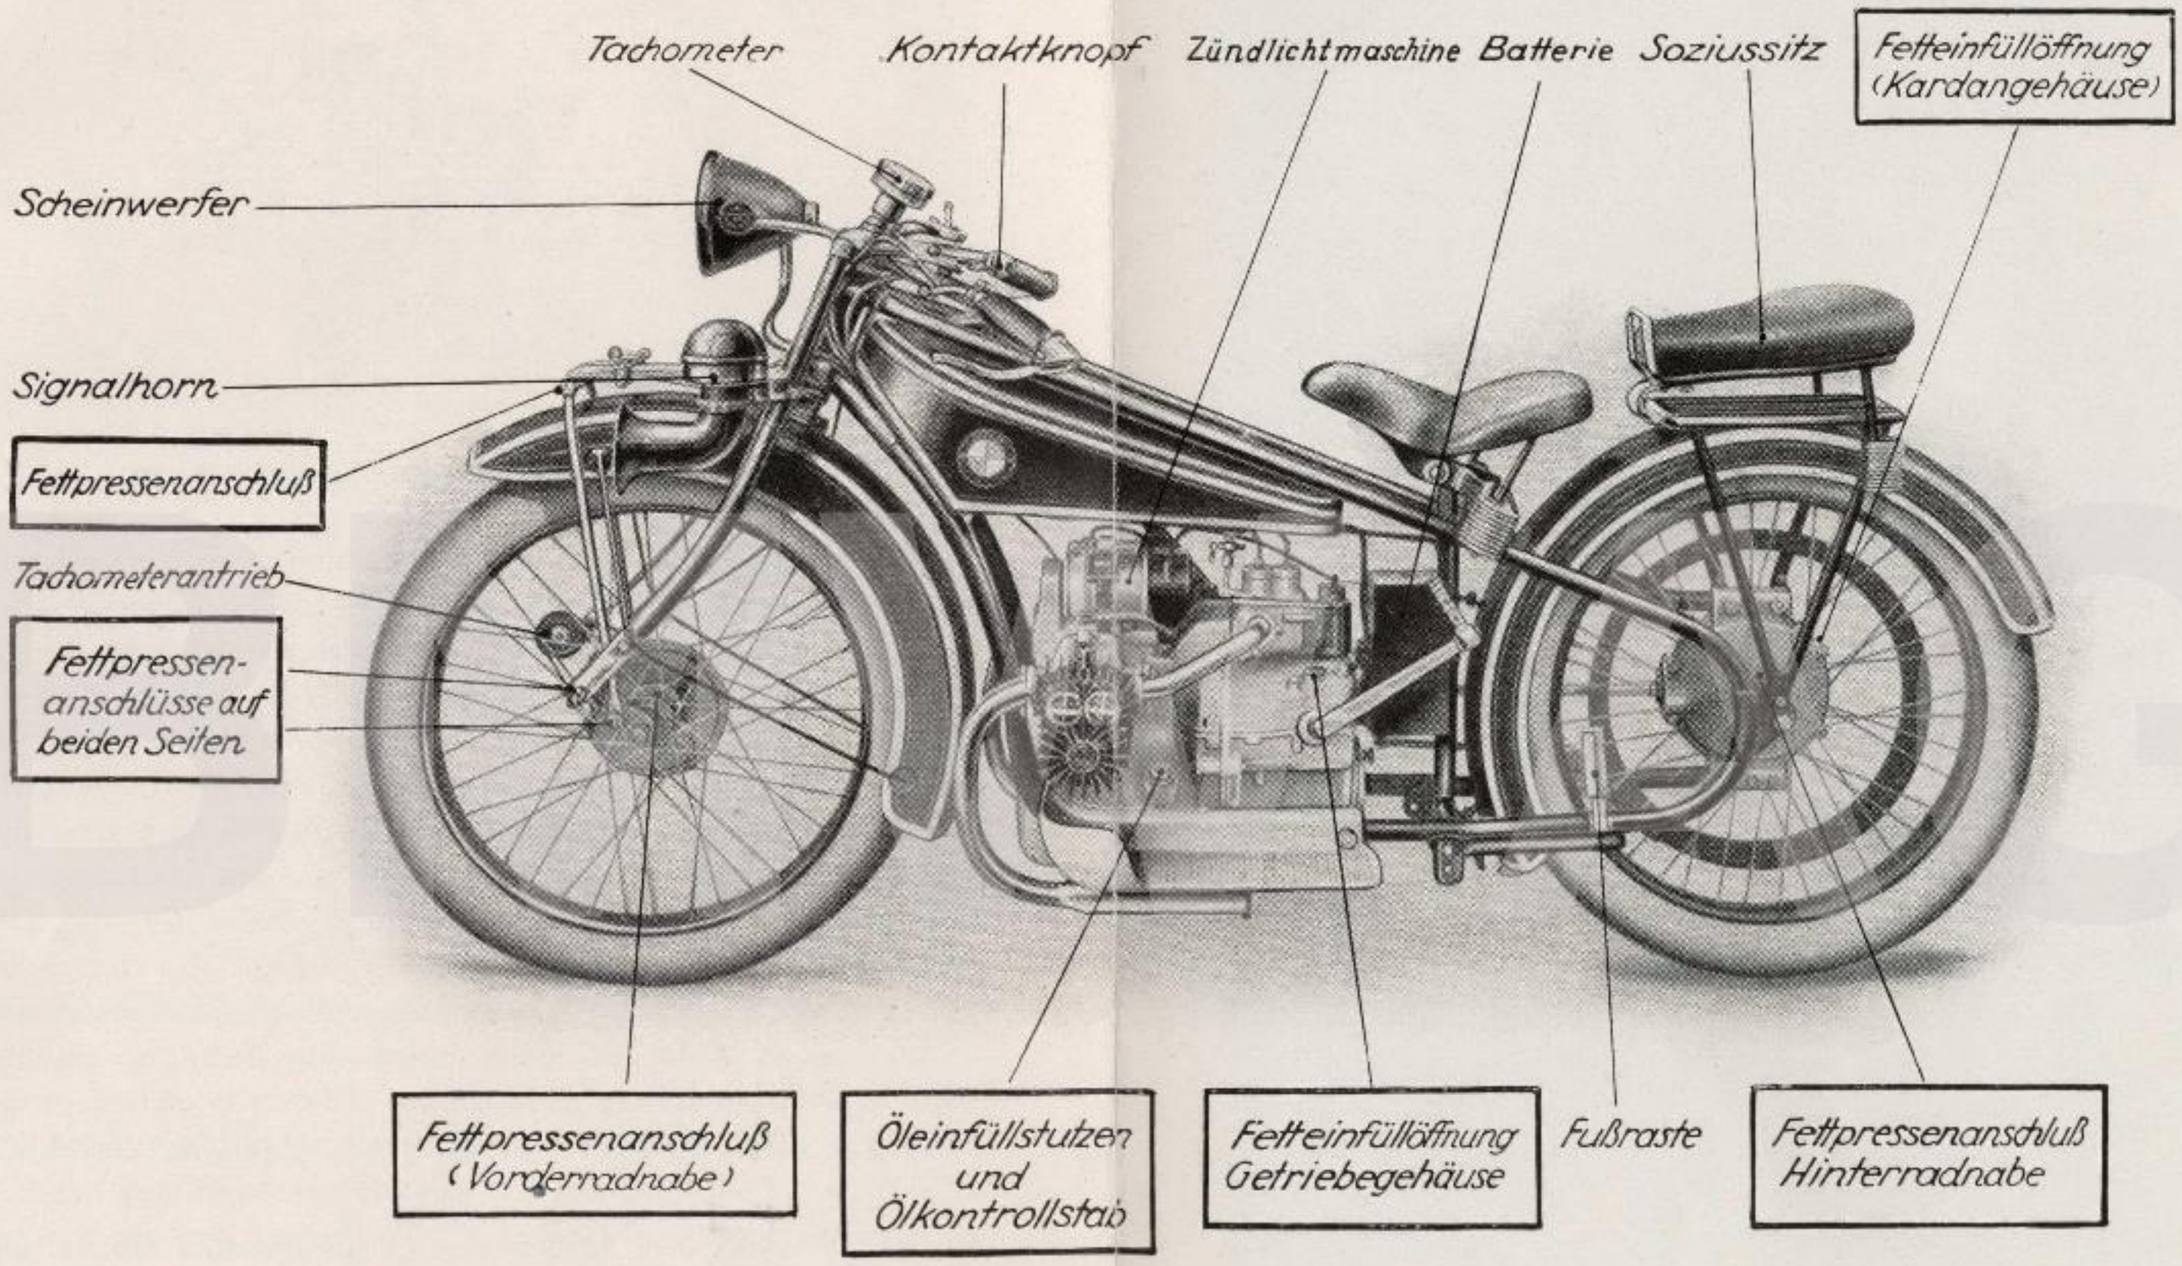

Abb. 13
2. Fettbeschickung: Die vorhandenen Fettpressenanschlüsse müssen nach längeren Zeiträumen, etwa nach 1000 km Fahrt, mit frischem Fett, und zwar gutem Staufferfett, versehen werden. Die am Rade vorhandenen Fettpressenanschlüsse sind in Abb. 13 angegeben und durch starke Umrandung des Hinweises hervorgehoben. Das Fett wird solange in die Lagerstellen hineingepreßt, bis es an anderer Stelle herauszudringen beginnt. Läßt sich das Fett nicht oder nur schwer einpressen, so sind die Anschlüsse verstopft und müssen gereinigt